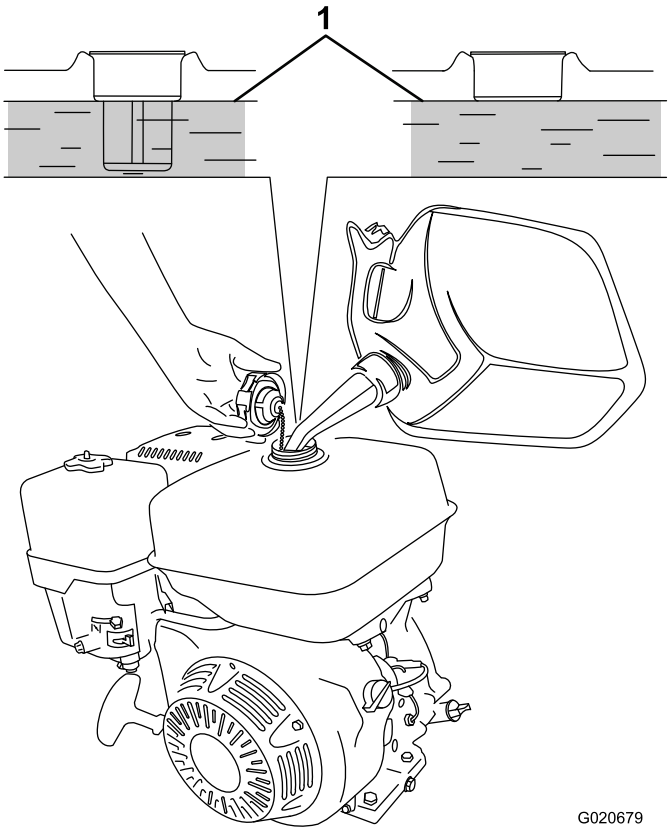

Figura 30
3. Añada gasolina sin plomo al depósito de combustible hasta que el nivel llegue al borde inferior del nivel máximo de combustible, según se muestra en Figura 30.